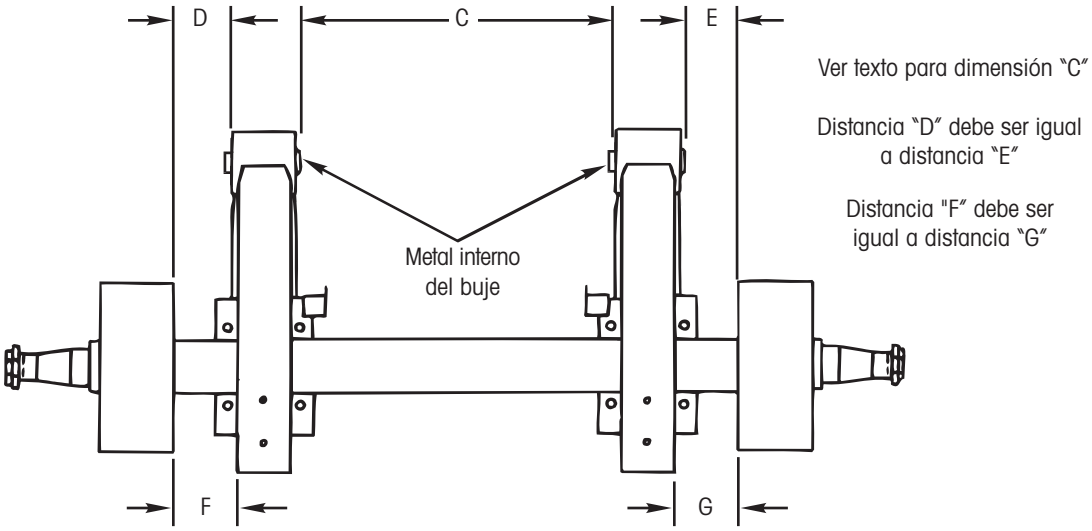

Figura 15. Centrando los puntos pivote de la suspensión sin las perchas
- **Vigas de Suspensión sin Perchas** — (consulte la Figura 15). Mida la distancia entre las orillas internas de los metales internos de los bujes pivote para determinar el espaciamiento en el punto pivote. La distancia debe ser la distancia de centro a centro de las vigas de la suspensión menos 6¾ pulgada (Dimensión "C" en la Figura 15).